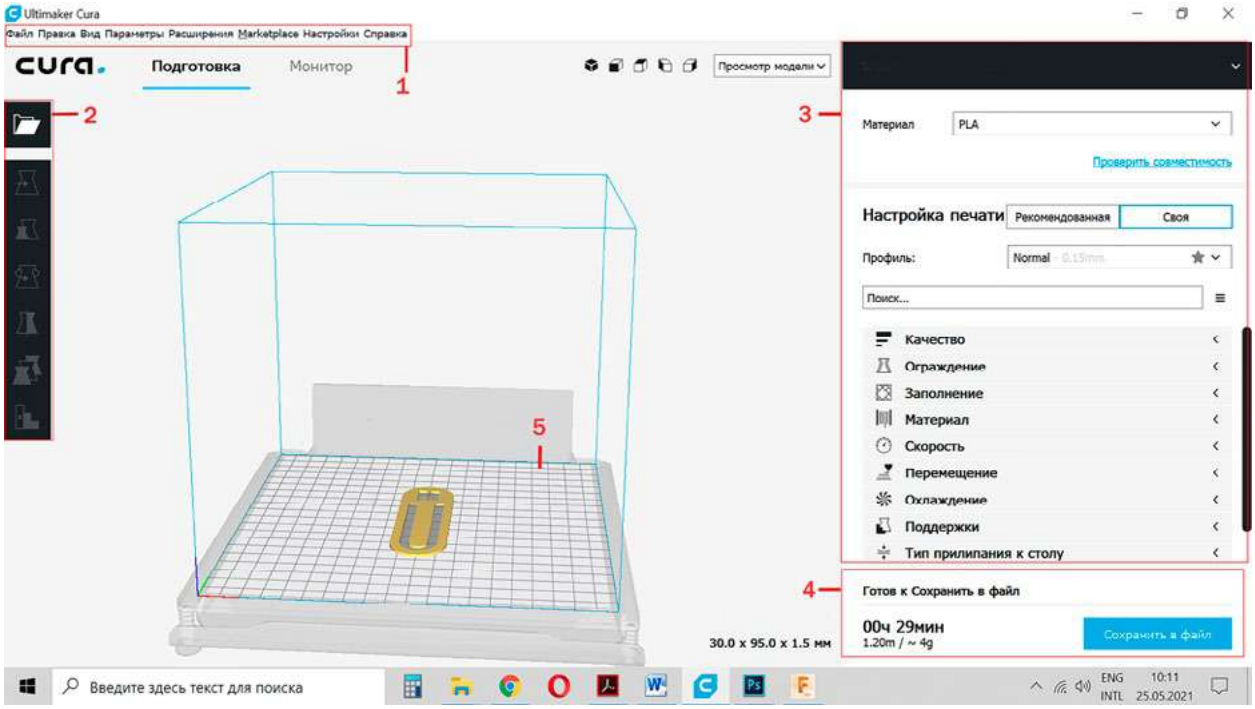

Рис. 5. Интерфейс программы Ultimaker Cura
2.1. Запустите программу Ultimaker Cura. Ознакомьтесь с интерфесом программы. Интерфейс программы можно разделить на 5 основных областей (рис. 5).